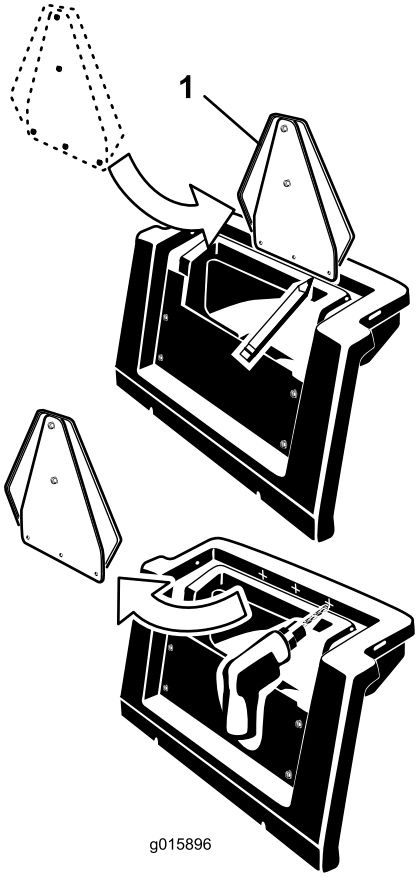

**Figure 12**
3. Using the SMV emblem bracket as a template, locate, mark and drill (3) 5/16 inch diameter holes in the front of the storage housing as shown in Figure 12.